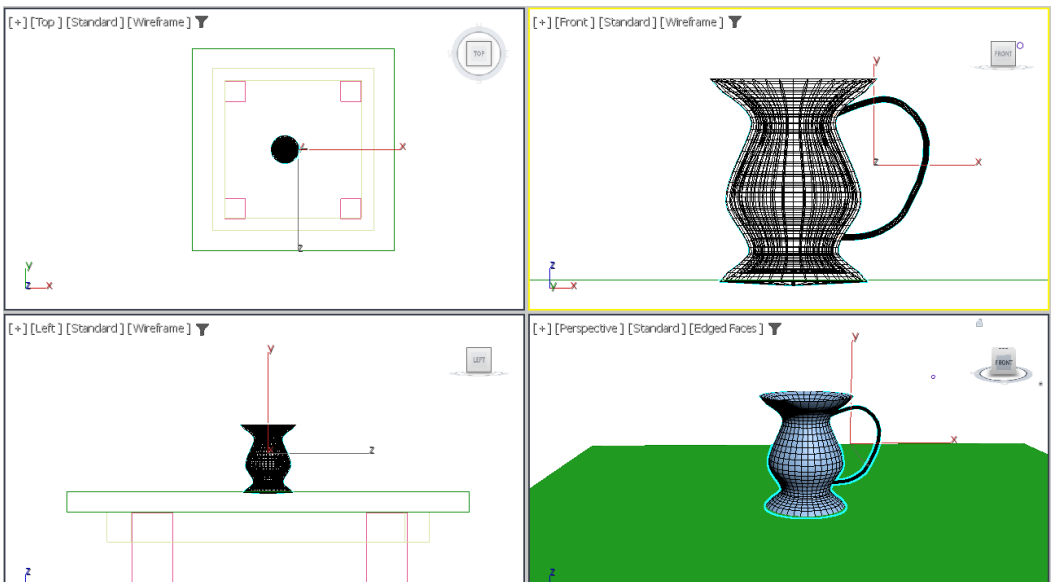

Figure 5-20 *Using the boolean operation to join the Handle and Jug*
3. Choose the **Add Operands** button in the **Boolean Parameters** rollout. Next, choose the **Union** button in the **Operand Parameters** rollout and select *Jug* in any viewport. Now, invoke the **Select Object** tool from the **Main Toolbar** to complete the operation; *Jug* and *Handle* are joined to make a single object, as shown in Figure 5-20.